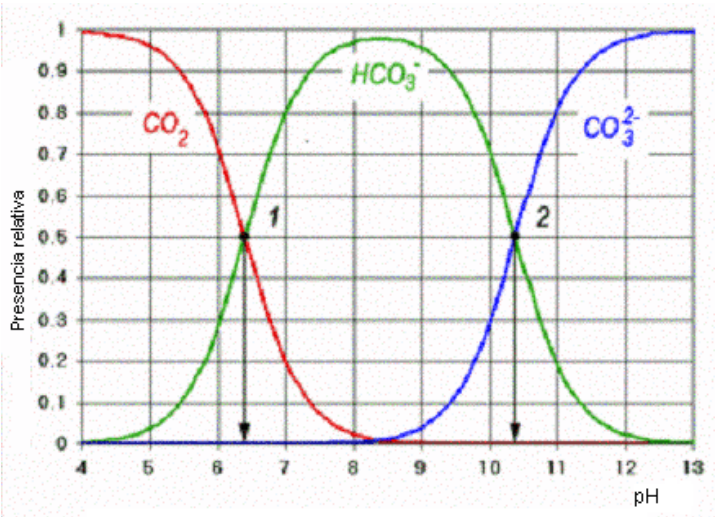

Figura 4.15: Formas de carbono inorgánico a diferentes pH
- ***HCO3 (mg/l):*** Este parámetro indica la concentración en mg/l de los aniones hidrogenocarbonato (HCO_3^-) en una corriente dada. Como se avanzó en la descripción del parámetro LSI, el HCO_3^- forma un equilibrio con el CO_2 y el CO_3^{2-} que se ve fuertemente afectado por el pH del medio, como se recuerda en la figura 4.15:
A su vez, el H_2CO_3 también se hidroliza formando iones HCO_3^- y CO_3^{2-} en función del pH del agua, como se observa en la figura 4.15.
- ***CO3 (mg/l):*** Este parámetro indica la concentración en mg/l de los aniones carbonato (CO_3^{2-}). La presencia o ausencia de CO_3^{2-} en un agua dependerá del pH al que se encuentre ésta, como se observa en la figura 4.15.